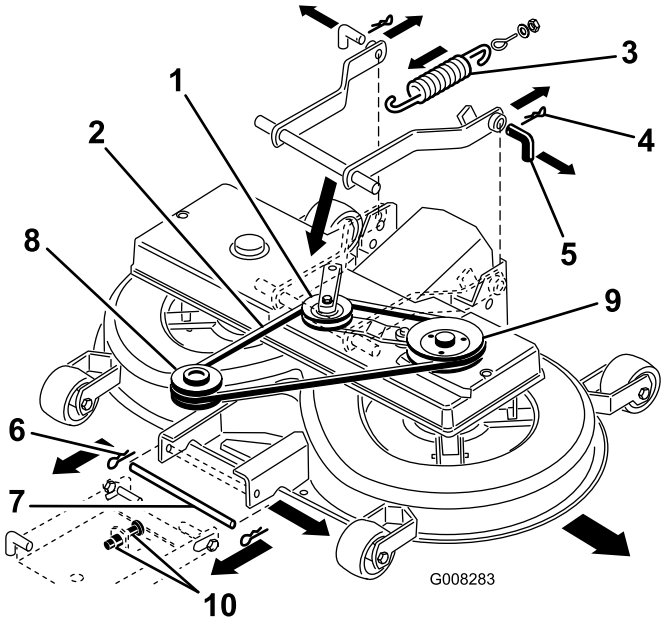

Figur 39
8. Træk styrearmenheden ind, og tag kileremmen af remskiven (Figur 39).
9. Kobl fjederen fra indkoblingsgrebet (Figur 39).
11. Fjern splitterne fra de to bagstifter, og fjern de to stifter (Figur 39).
12. Fjern splitten fra forstiften, og fjern stiften (Figur 39).
13. Tag kileremmen af motorremskiven (Figur 39).
7. Flyt den laveste stift til forhjulsophængets justering ned i den laveste position i de rillede huller ved at justere de to møtrikker (M12) på forhjulsophænget (Figur 39).